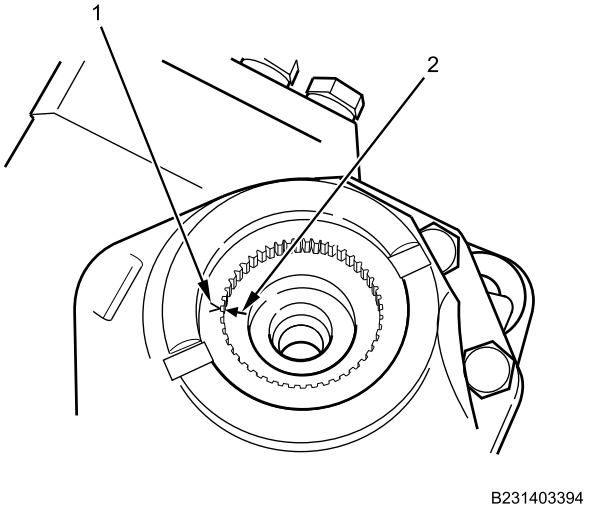

Figure 5. Pitman Arm and Sector Shaft.
1. Align timing marks on pitman arm (Figure 5, Item 1) with timing marks on sector shaft (Figure 5, Item 2) and install pitman arm.